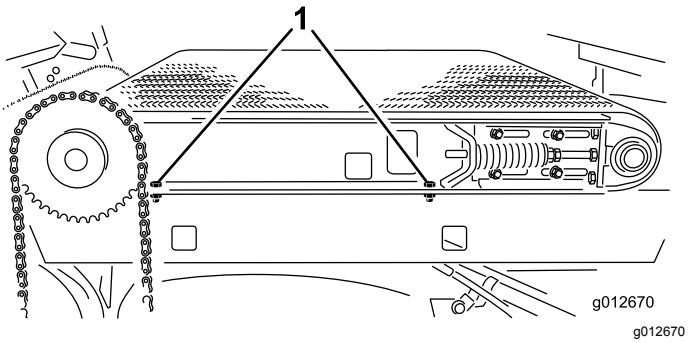

**Figur 28**
4. På højre side af maskinen skal du løsne de 2 maskinskruer, der fastgør gliderens stelvange på den højre skærm (Figur 28). Sørg for, at maskinskruerne er tilstrækkeligt løse til, at glideladet kan tippe.